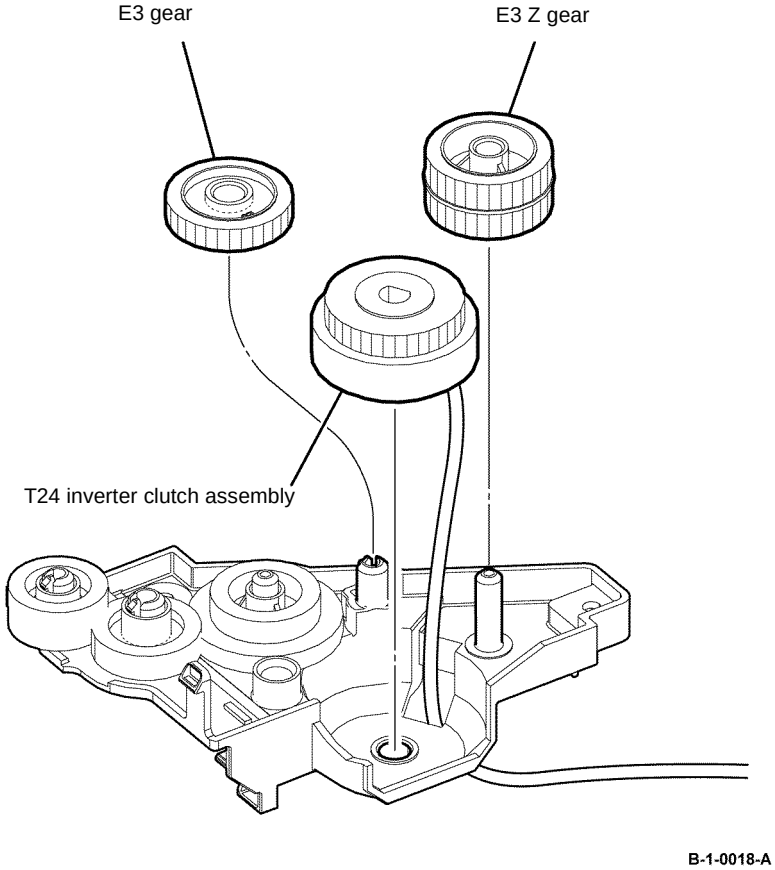

Figure 5 T24 inverter clutch assembly removal
18. Release the hook that fixes the E3 gear, from the exit out drive holder assembly. Remove the E3 gear and E3 Z gear. Remove the T24 inverter clutch assembly, Figure 5.